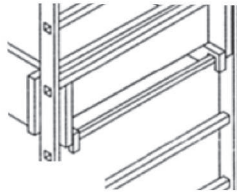

Fig. 2
2. Colocar los rodapiés (B) con encaje (fig. 2).